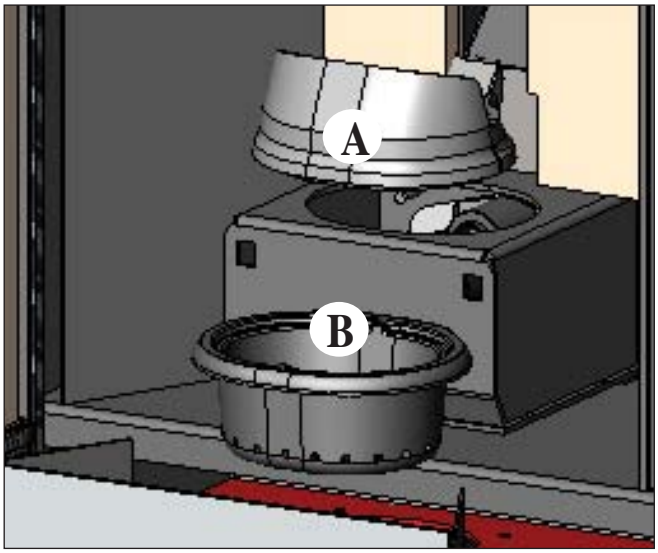

fig. 1
Dopo la normale pulizia, il NON CORRETTO accoppiamento del crogiolo superiore (A) (fig. 1) **con il crogiolo inferiore (B)** (fig. 1) **può compromettere il funzionamento della caldaia.**